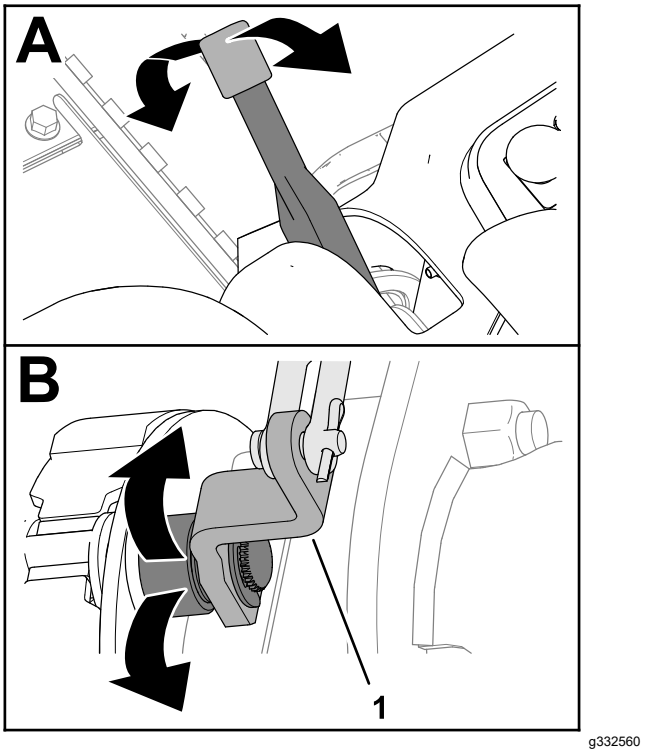

Figuur 67
2. Beweeg de parkeerremhendel naar boven en naar beneden om te controleren of de hendel voor de remnokhendel vrij beweegt (Figuur 67).